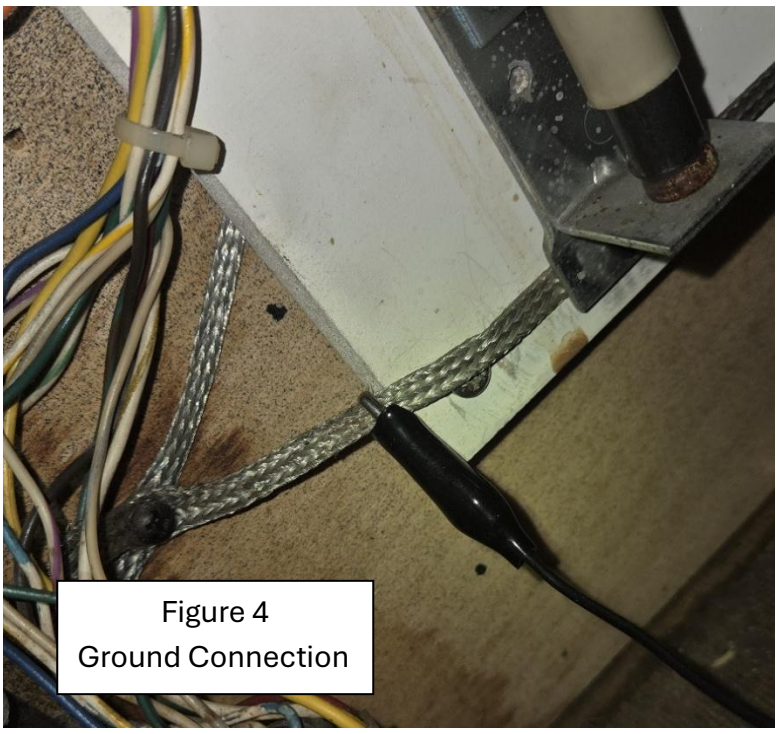

Figure 4
1.3 Connect the clip on the black wire to ground. Use a braided ground strap, ground buss, or other metal ground connection. See Figure 4.
**Step 3**: Select the ball replay time of your choice using the first three dip switches on the BallSaver board. (see Figure 4). The BallSaver device is shipped set for 9 seconds replay time. Alternate times and switch settings are printed on the circuit board. Note that replay time starts as soon as the ball enters the outlane. Dip Switch 4 must remain in the "ON" ("1") position for proper game play. Changes in the Dip switch settings should only be made with the game power off, or else they will not take effect.